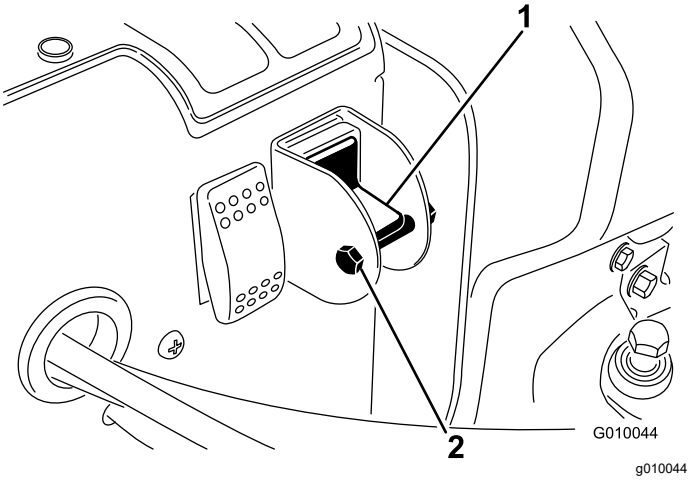

Figur 21
4. Fjern låsebolten og møtrikken fra omkobleren (Figur 21).